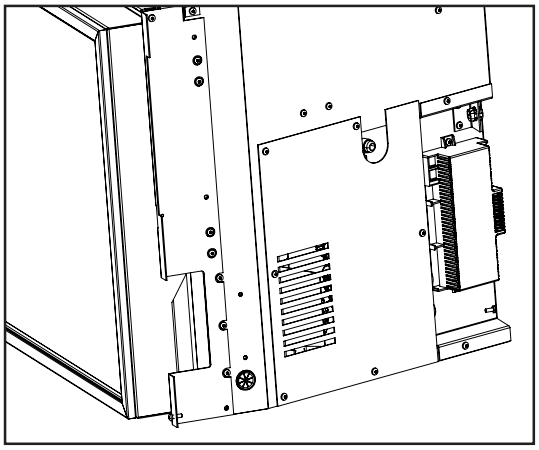

Figure 33: Gas Connection Location.
• A ⅜" 45° flared fitting and flex connector are supplied with the unit (see Figures 33 and 34). Consult the local authorities for local codes or use the CAN/CGA B149 (1 or 2) installation code in Canada. In the US, gas installations follow either local codes or the current edition of the National Fuel Gas Code ANSI Z223.1.